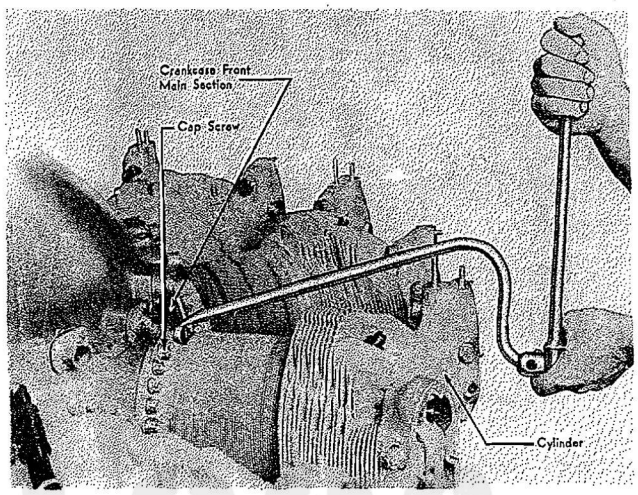

Figure 73—Removing Cylinder Hold-Down Cap Screw
b. Remove the lockwire from the cylinder hold-down cap screws attaching the cylinder which is being removed, to the crankcase. Loosen the cap screws using wrench (Tool No. 82750) for 9/16 in. hexagonal cap screws or wrench (Tool No. 82860) for 1/2 in. hexagonal cap screws. Refer to Figure 73. Remove the